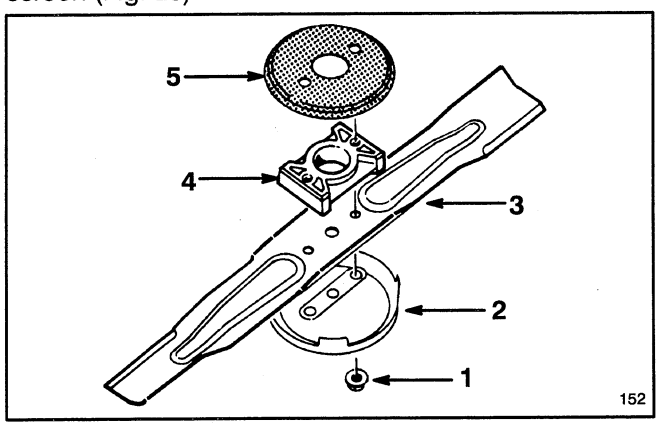

Figure 25
5. REMOVING BLADE—Grasp end of blade using a rag or thickly padded glove. Remove blade nuts, anti–scalp cup, blade, blade spacer and rotating screen (Fig. 25).